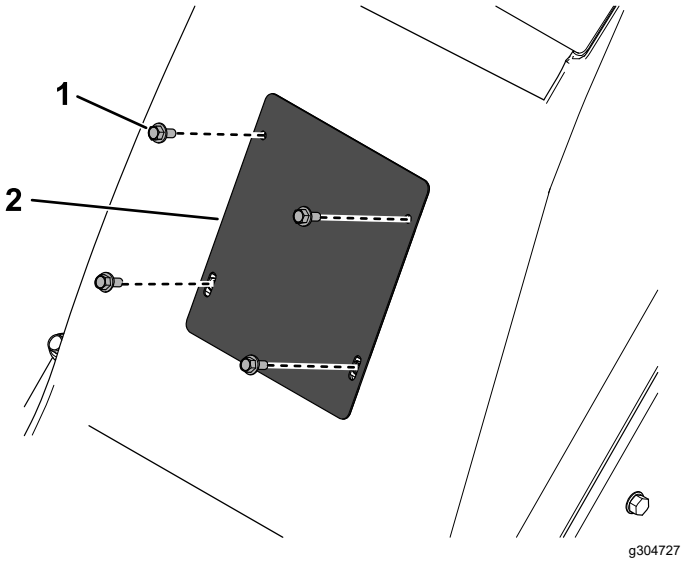

Figuur 28
3. Draai de vier bouten los waarmee de voorste kap is bevestigd en verwijder de kap (Figuur 28).